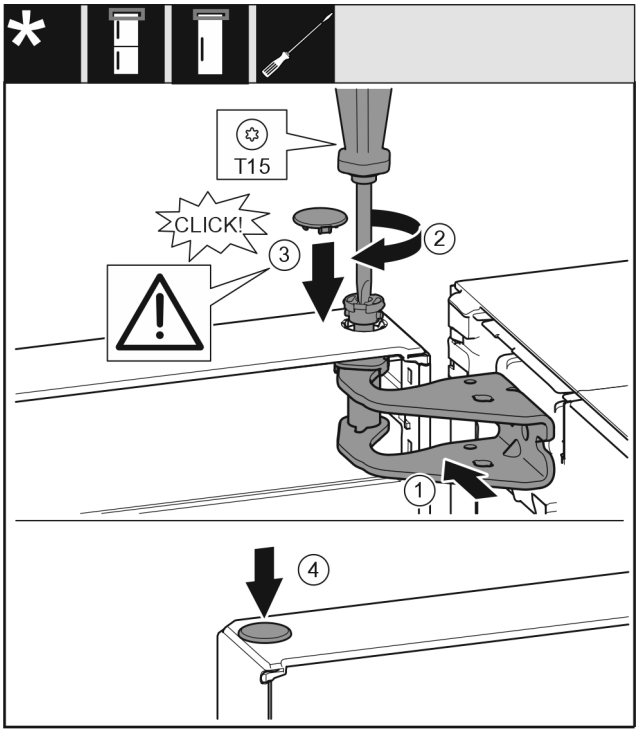

Fig. 23
▶ Tür oben zur Öffnung im Lagerbock *Fig. 23 (1)*ausrichten.
▶ Bolzen *Fig. 23 (2)* einsetzen und mit Schraubendreher festschrauben.
▶ Abdeckung *Fig. 23 (3)* einsetzen.
▶ Kontrollieren, dass die Abdeckung *Fig. 23 (3)* auf der Tür aufliegt.
▶ Abdeckung *Fig. 23 (4)* einsetzen.